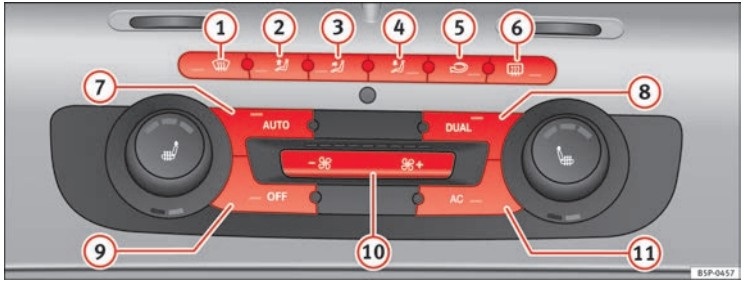

Fig. 113 On the dash panel: 2C Climatronic controls.
– To enter manual mode, press one of the buttons ⇒ fig. 113 (1) to (5) or press the air flow control (10). The selected function is shown on the radio or navigator display.
– Press the button ⟲ ⇒ fig. 113 (2) to switch air recirculation mode on or off. It is switched on if the following symbol appears in the display ⟲.